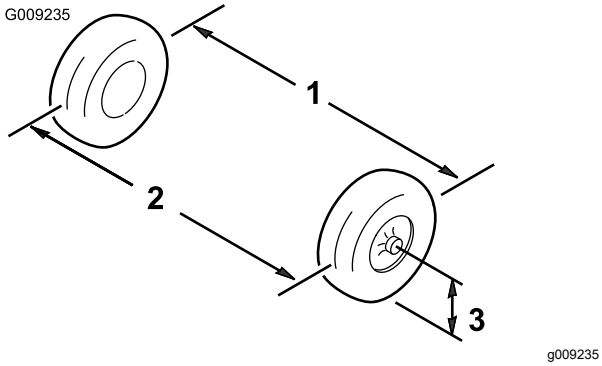

Figur 49
1. Mät avståndet mellan de båda framhjulen vid axelhöjd, både framtill och baktill på framhjulen (Figur 49).